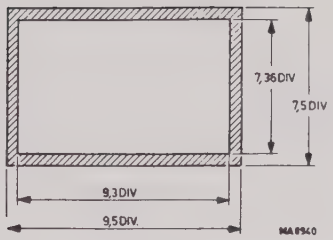

Fig. 3.17. Geometry check
– Check that the edges of the display lie within the hatched area shown in Fig. 3.17; if necessary, readjust the GEOMETRY potentiometer R568 on the H.T. converter board.